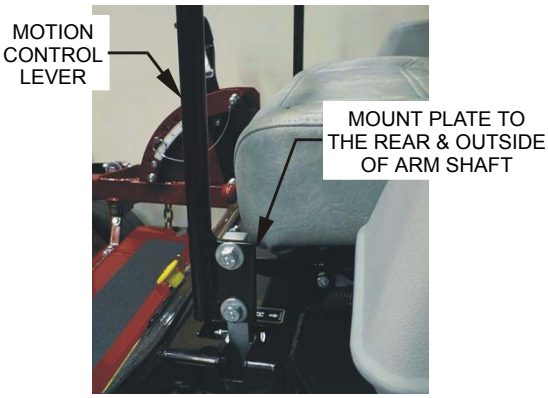

FIGURE 4
3.8.1 Loosen and remove the two (2) 3/8” x 1” bolts and spring disc washers which attach the motion control levers to the control arm shafts for shipping and the two (2) 3/8” x 1” bolts and spring disc washers which are screwed into the control arm shafts.
a) Install the left motion control lever onto the control arm shaft (See Figure 4) on the left side of the console. Place the lever (with the mounting plate towards the rear) on the **outside** of the control arm shaft and secure with the bolts and washers. Position the lever so the bolts are in the center of the slots on the lever mounting plate and tighten until snug. Repeat on opposite side of unit.